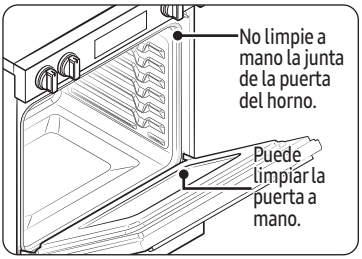

Fig. 2
- No limpie la junta. El material de fibra de vidrio de la junta de la puerta del horno no resiste la abrasión. Es fundamental que la junta permanezca intacta. Si nota que se está desgastando o deteriorando, debe reemplazarla. (Fig. 2)